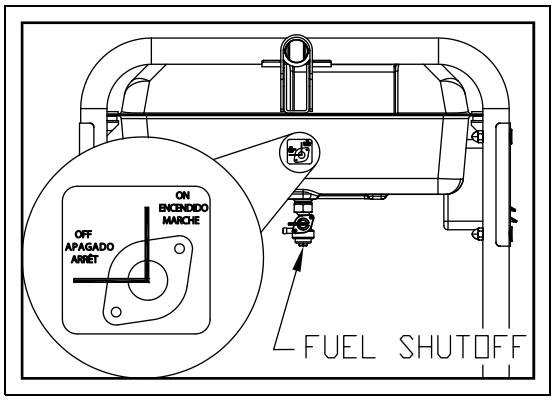

Figure 3-2. Robinet de carburant
1. Pour démarrer le moteur, mettez le robinet de carburant à la position OUVERT (On) (figure 3-2).